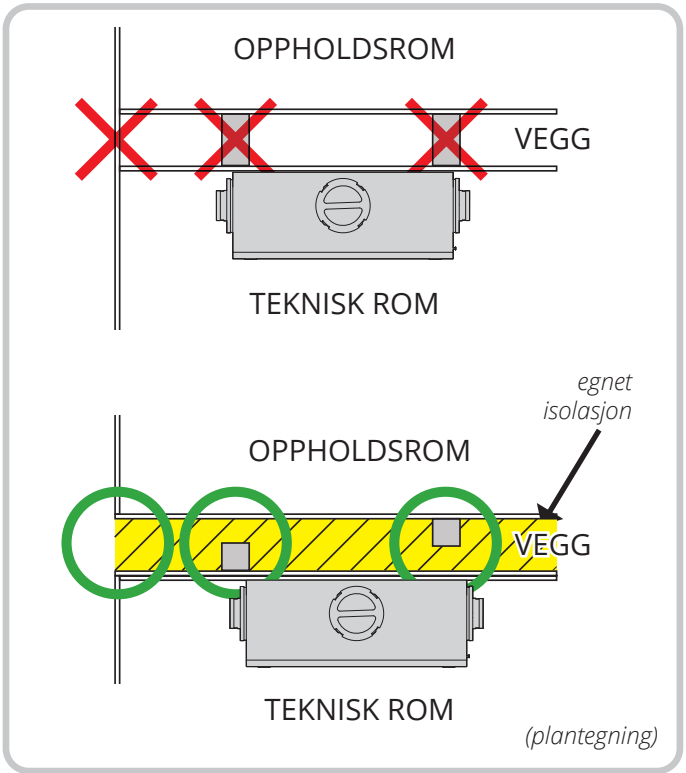

Figur 12 Anbefalt veggkonstruksjon
- Hvis aggregatet plasseres på innervegg, bør veggen være lydisolert med for eksempel steinull for å redusere lydoverføringer. Doble gipsplater i vegg, brutte stendere og brutte gipsplater anbefales. Se Figur 12 Anbefalt veggkonstruksjon